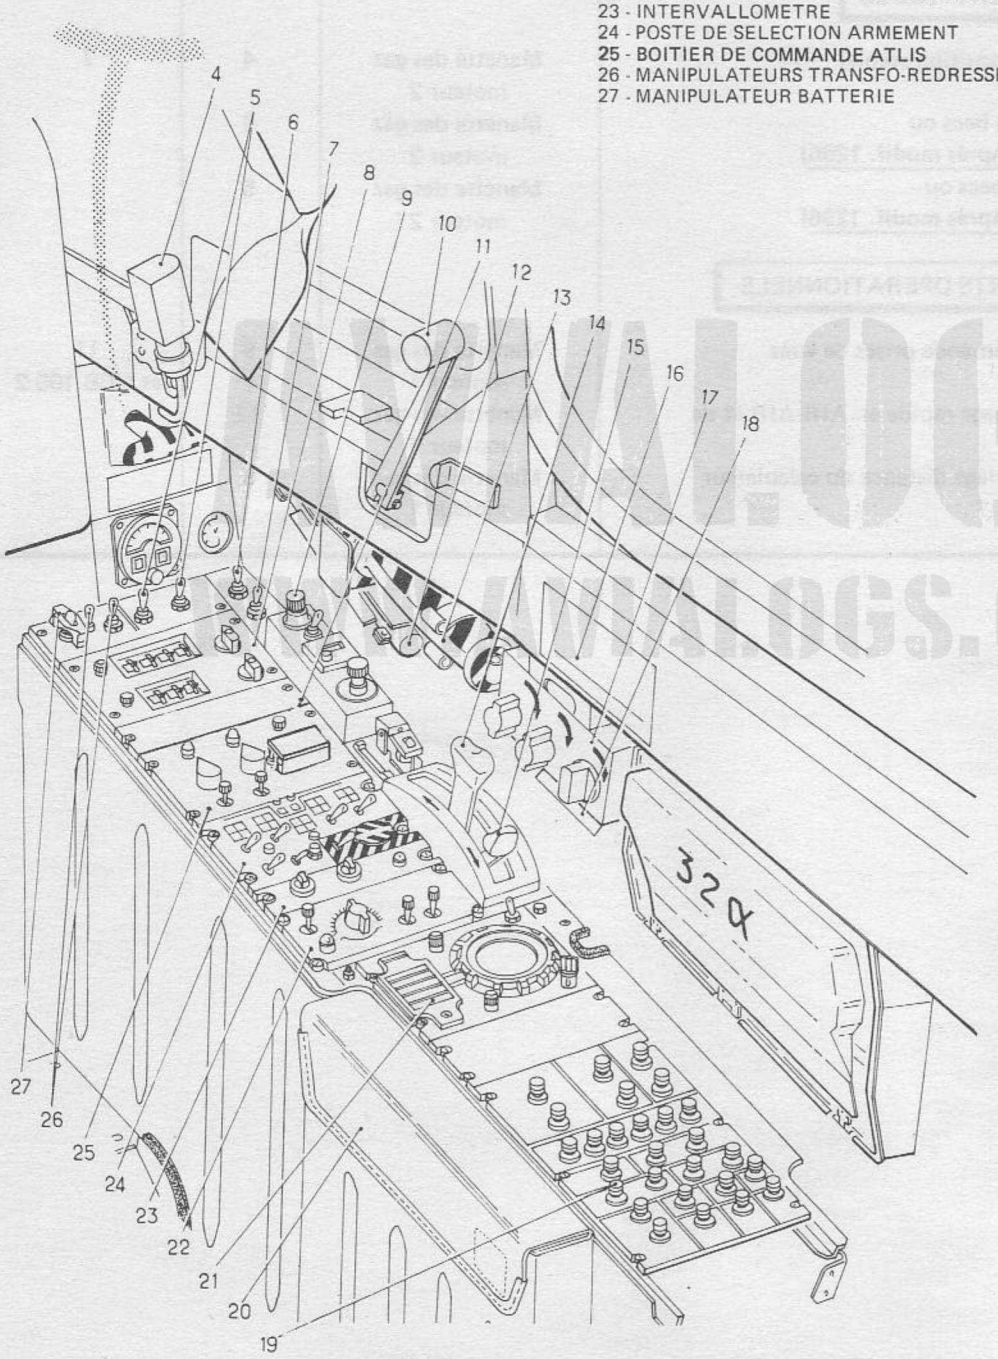

FIGURE 5 - POSTE DE PILOTAGE JAGUAR "ATLIS"
0.2.5 - Poste de pilotage : banquette, flanc et panneau latéral droits (Fig. 5)